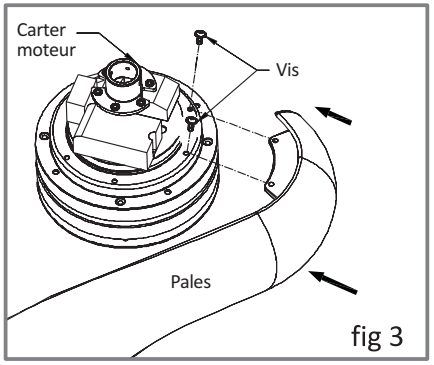

fig 3
1) Selon les instructions, insérer la lame entre la plaque fixe supérieure et la plaque inférieure fixe en utilisant des vis lame et la fixation de la lame sur la plaque fixe à travers le creux supérieur activée (figure 3)